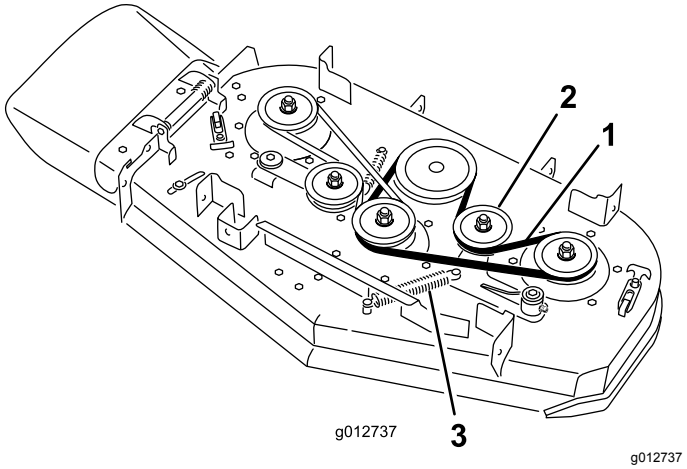

**Figur 66**
5. Fjern fjederen fra ankerpinden på styreremskivens arm (Figur 66).
6. Fjern den slidte plæneklipperrem (Figur 66).
7. Monter den nye plæneklipperrem omkring klippeskjoldets remskiver, koblingsremskiven og styreremskiven (Figur 66).
8. Monter fjederen på ankerpinden (Figur 66).